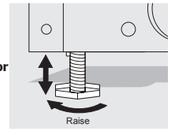

Figure 3
3. Use adjustable wrench to adjust leveling screws. Lower the leveling screws on each side clockwise until they contact the floor (Figure 3).